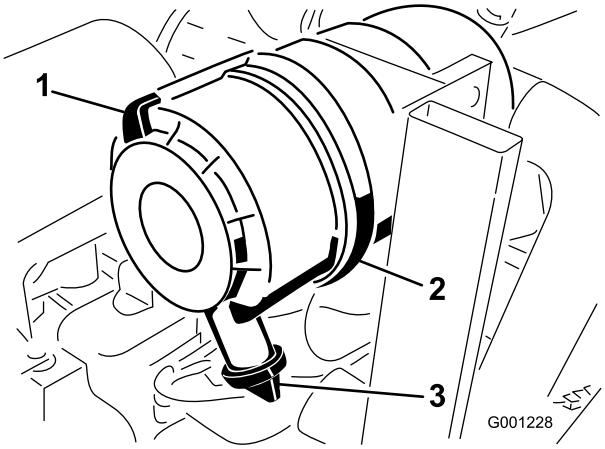

Figuur 47
1. Trek de vergrendeling naar buiten en draai het luchtfilterdeksel linksom (Figuur 47).
2. Verwijder het deksel van het luchtfilterhuis (Figuur 47).
8. Monteer het deksel met de rubberen uitlaatklep naar beneden gericht – in een stand tussen ongeveer 5 tot 7 uur, gezien vanaf het uiteinde (Figuur 47).